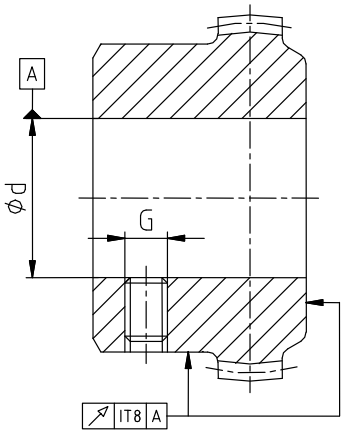

rysunek 9: współśrodkowość i osiowość obróbki
- Przy wykonywaniu otworów na wałki (piasty stalowe), należy zachować odpowiednią współśrodkowość i osiowość podczas obróbki mechanicznej (patrz rysunek 9).